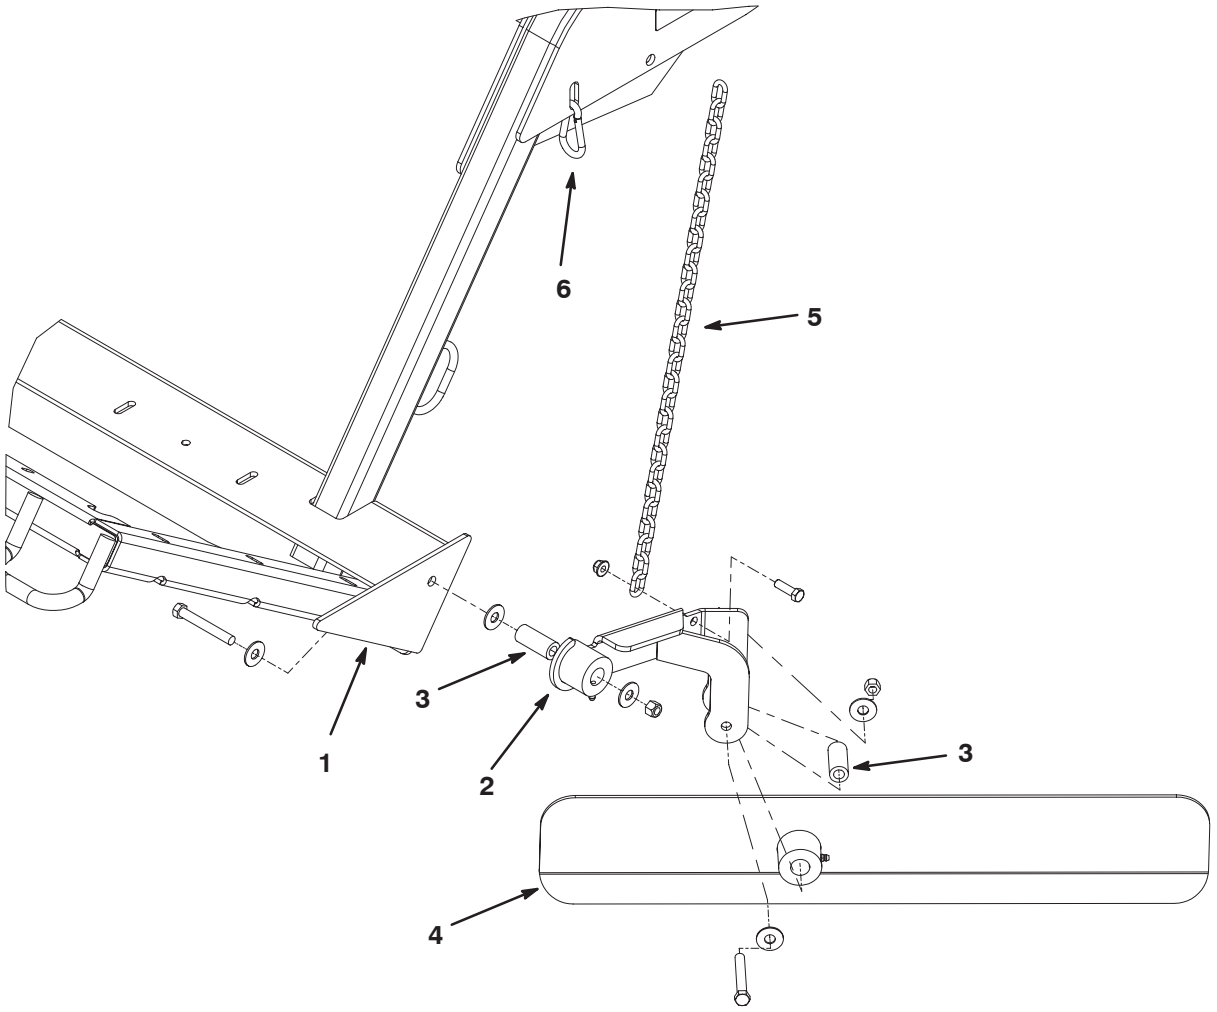

Figura 27
1. Fije el conjunto de montaje de los deflectores al extremo izquierdo del bastidor de la barredora con un tornillo de caperuza de 7/16 x 3–14 pulgada, 3 arandelas planas, un espaciador y una contratuerca. Posicione los componentes tal y como muestra la figura 27.
2. Fije el deflector al conjunto de montaje con un tornillo de caperuza de 7/16 x 3–14 pulgada, 2 arandelas planas, un espaciador y una contratuerca. Monte los componentes tal y como muestra la figura 27. El extremo más largo del deflector se coloca hacia fuera.